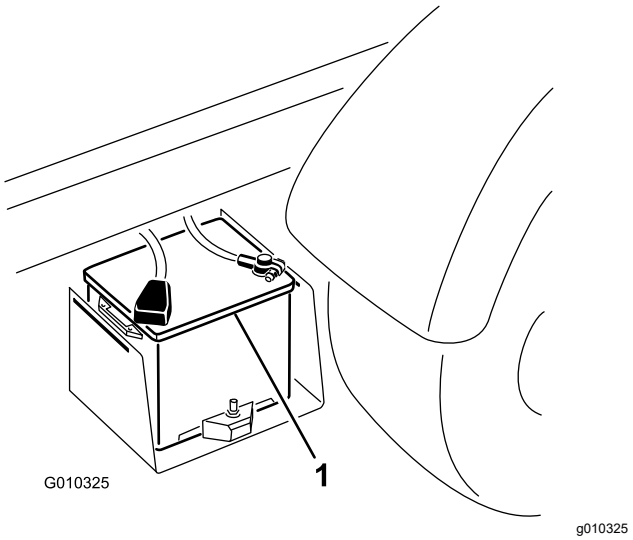

Figur 51
2. Anslut en startkabel mellan de två batteriernas pluspoler (Figur 51).